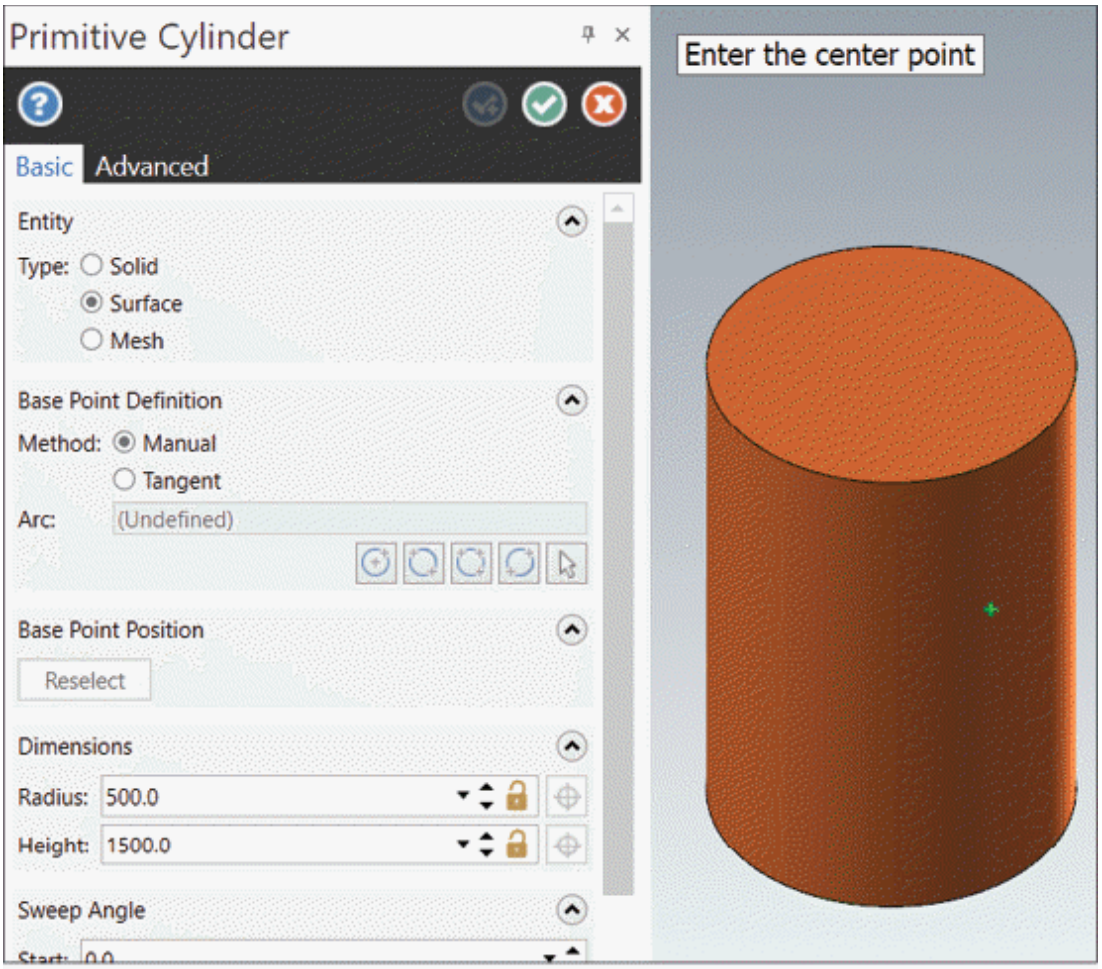

Figure-3. Preview of primitive cylinder
- After setting desired parameters, click at desired location. Preview of primitive cylinder surface will be displayed; refer to Figure-3.